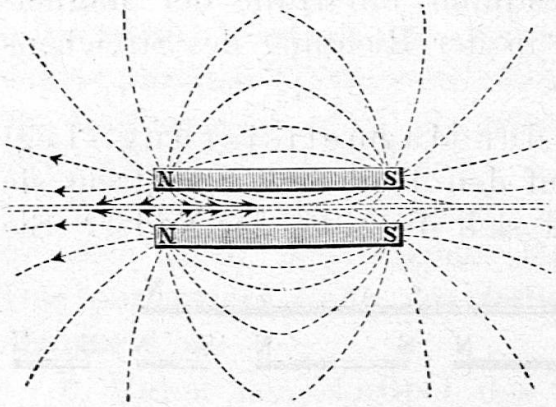
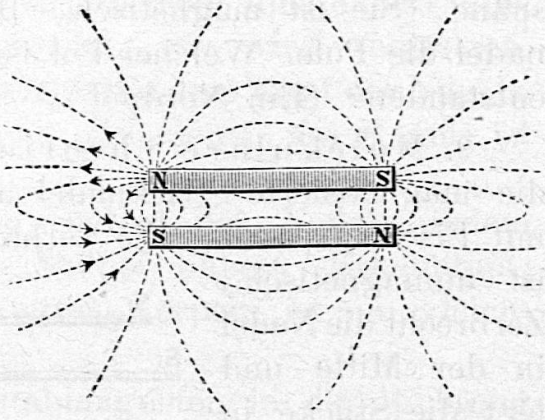

Fig. 16.
Fig. 17.
AUSFÜHRUNG. Legt in allen Versuchen von 2 ab um den Magneten Lineale, so dass das darauf gelegte Blatt Papier eben liegt. Streut die Eisenfeilspäne aus mindestens 40 cm Höhe gleichmässig dünn auf das Papier. Pocht mit dem Bleistift leicht gegen das Papier. Entwerft von allen Kraftlinienbildern eine Skizze nach Fig. 16 und 17. Bringt nach Beendigung jedes Versuches die Eisenfeilspäne in das Gefäss zurück.
b) Kraftlinienbild von zwei Magneten, deren gleichnamige Pole einander gegenüber liegen, Abstand etwa 5 cm. (Fig. 16), deren ungleichnamige Pole einander gegenüber liegen (Fig. 17).